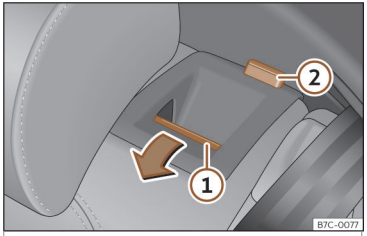

Fig. 108 Asiento trasero: abatir el respaldo.
- Pulse la tecla de desbloqueo››› **fig. 108** ① hacia delante y, al mismo tiempo, abata el respaldo. El respaldo trasero está desbloqueado cuando se ve una marca roja en la tecla ②.
El respaldo trasero está desbloqueado cuando se ve una marca roja en la tecla ››› **fig. 108** ②.